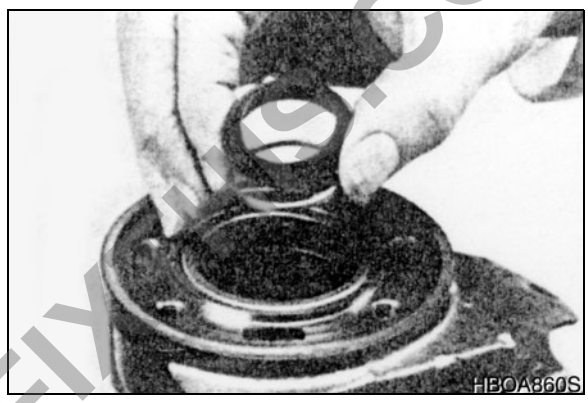

Figure 25
18. Remove seal (16) and backup washer (17) from Small Frame, MG and MF housing (18). Discard both. See Figure 25.